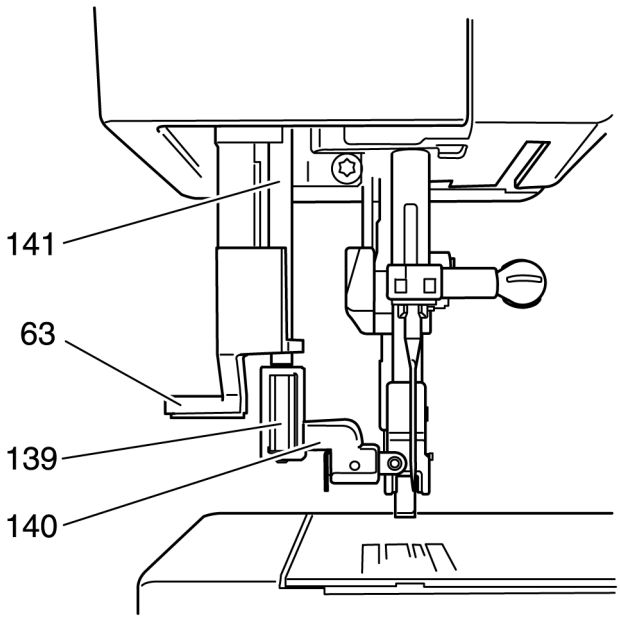

Рис. 114
- Полностью отожмите вниз рычажок нитевдевателя 63 и удерживайте его в этом положении (рис. 114).